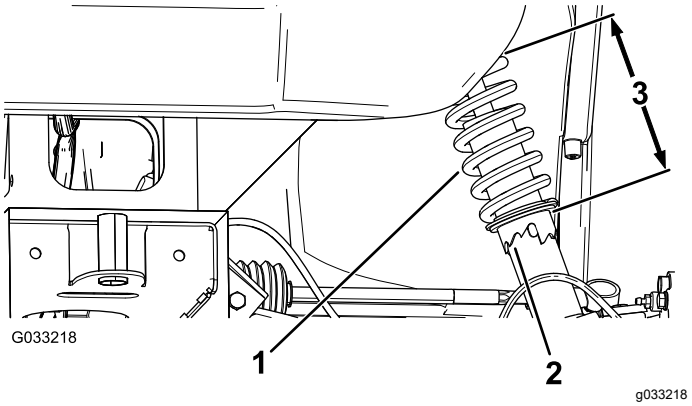

Figur 46
1. Ändra fjäderns längd genom att rotera kragen på stötdämparen med Toro 132-5069-verktyget (Figur 46).